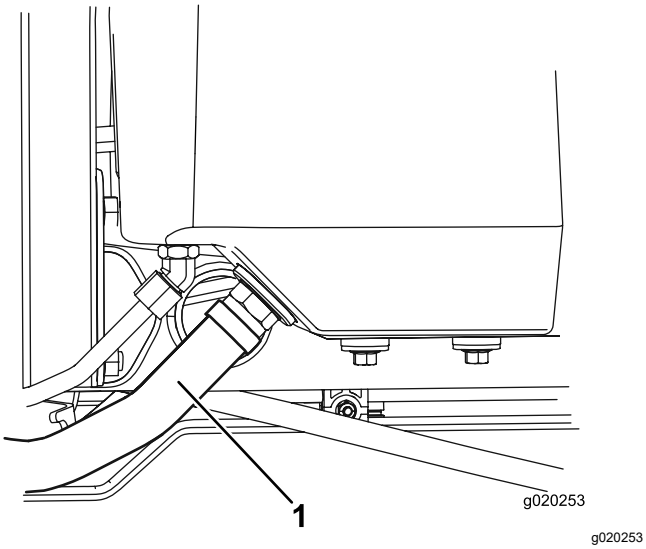

Figur 78
2. Koble den store hydrauliske slangen (Figur 78) fra beholderen og la den hydrauliske væsken renne ned i et tappefat.